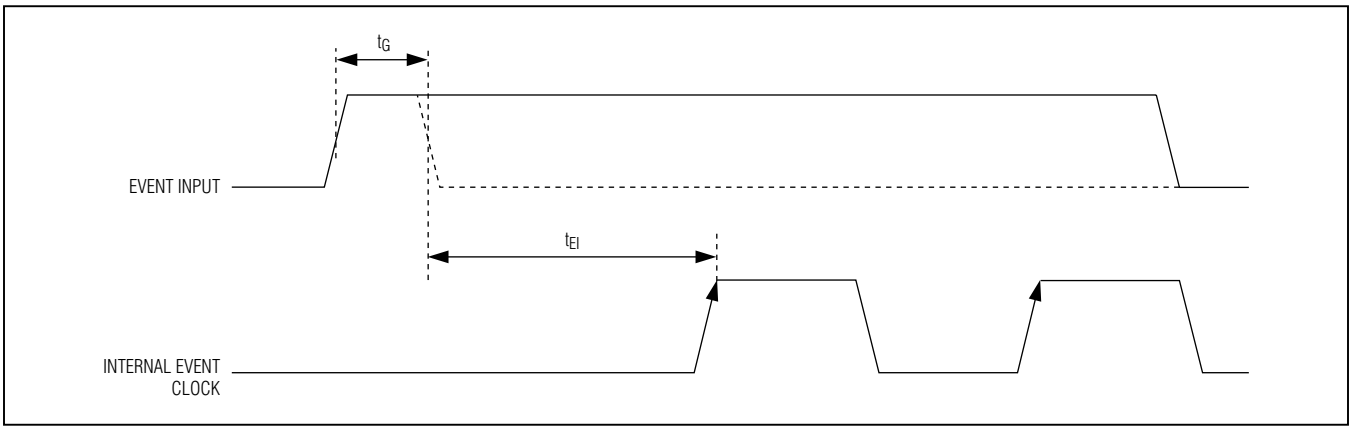

Figure 2. Event Input Timing
2) After the glitch filtering and t_{EI}, the ETC SRAM counter value increments. See Figure 2 for timing. An event greater than time event minimum (t_G) but less than t_{EI} (i.e., a low-high-low transition on EVENT < t_{EI}) increments the Event Counter SRAM value but not the ETC SRAM value.